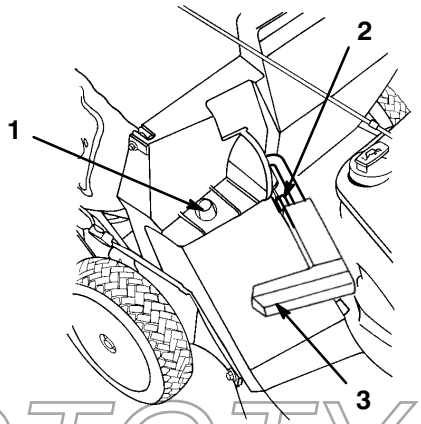

Abbildung 17
2. Darauf achten, daß der Griff der Auswurfkanaltür ganz vorne steht und der Stift die Auffangvorrichtung berührt (Abb. 17).
3. Das Loch im Korbrahmen auf den Haltepfosten am Gehäuse schieben (Abb. 17).
2. Den Griff der Auswurfkanaltür anheben und nach vorne bewegen, bis der Sperrstift die Auffang-vorrichtung berührt (Abb. 17).